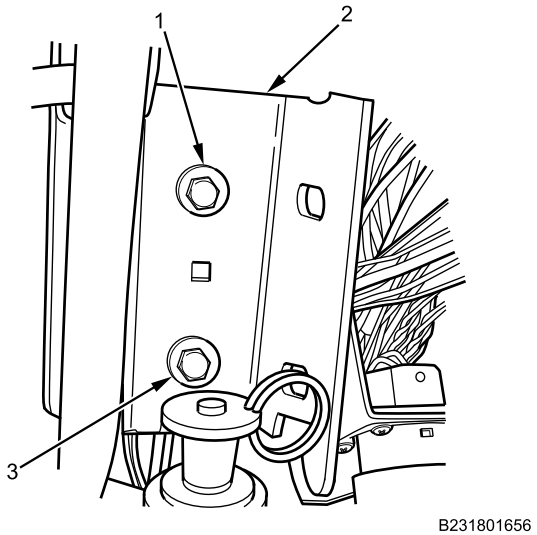

Figure 20. Left IP Mounting Bolts.
6. Install left IP bracket bolts (Figure 20, Item 1 and 3) on left IP bracket (Figure 20, Item 2).